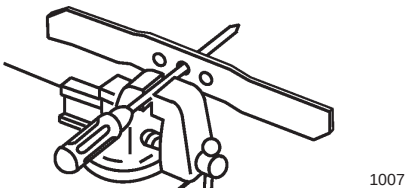

Bild 30
1. Kontrollieren Sie die Wucht des Messers, indem Sie das mittlere Loch im Messer über einen Nagel oder einen Schraubenzieherschaft hängen, den Sie horizontal in einen Schraubstock einklemmen (Bild 30).